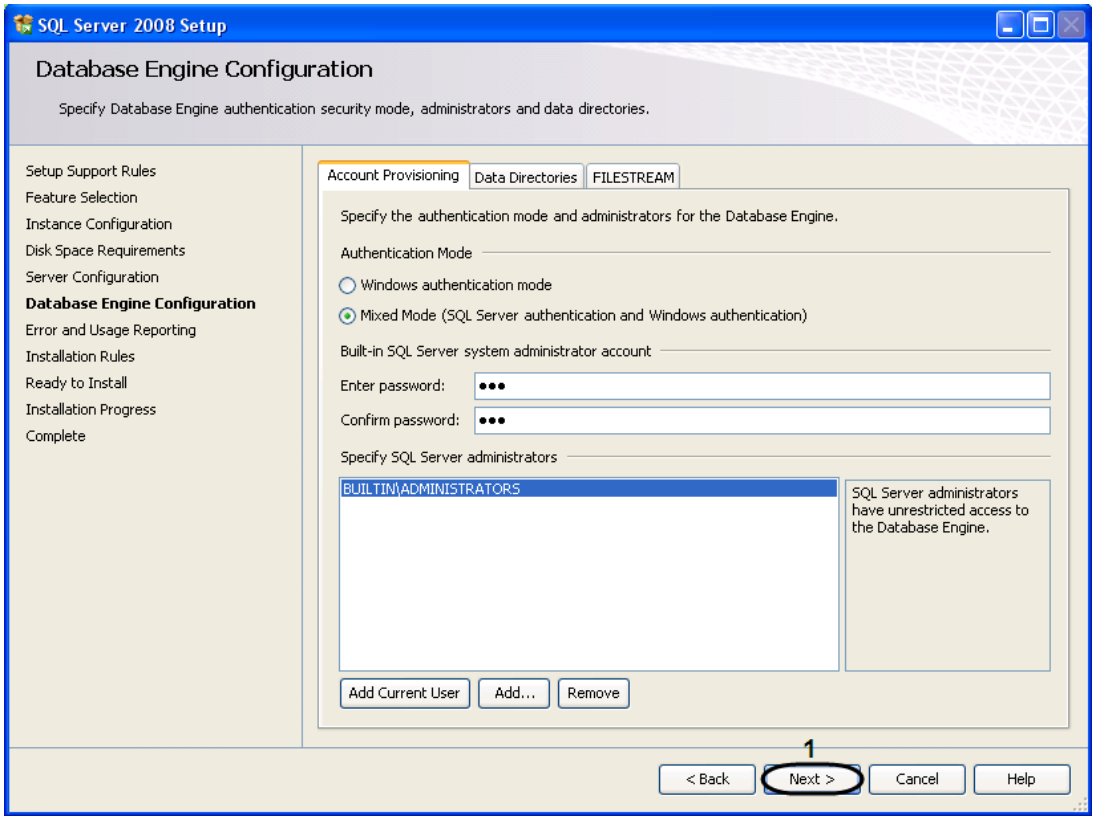

Figure 13.6-14 The "Database Engine Configuration" box
15. The “Database Engine Configuration” box will be displayed, click the “Next >” button (Figure 13.6-14, 1).